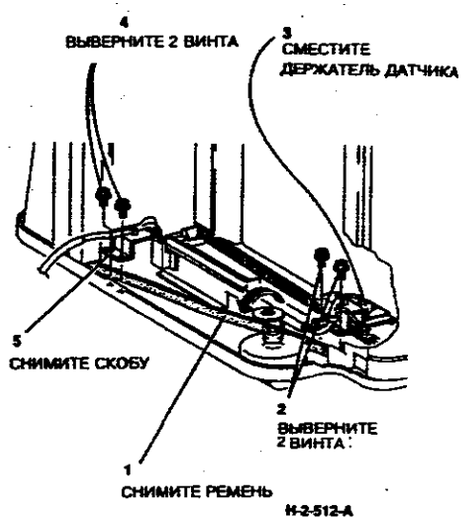

**Рисунок 4. Подготовка к снятию ремня**
7. (Рисунок 4) Подготовьтесь к снятию ремня